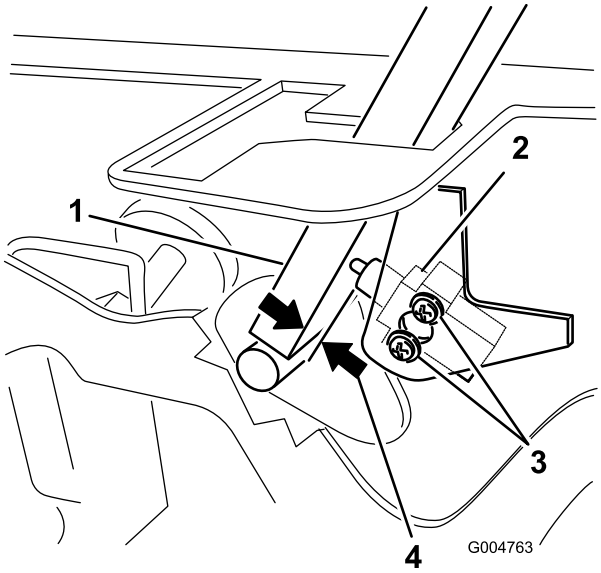

Figur 54
3. Løsne de to skruene som fester sperrebryteren (Figur 54).
4. Mens du holder kontrollspaken mot rammen, flytt bryteren mot spaken til avstanden mellom spaken og bryterhuset er 0,4 til 1 mm (Figur 54).